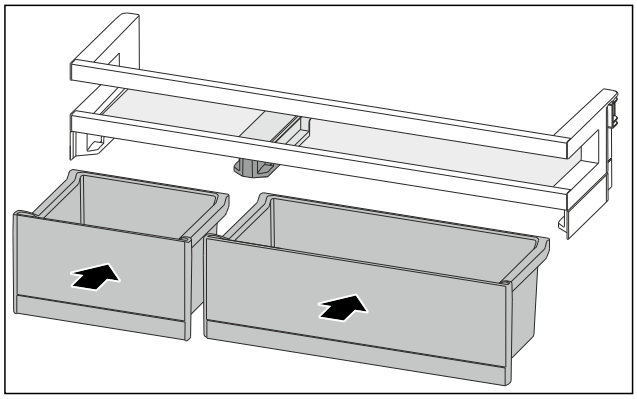

Fig. 191
▶ Introduceți VarioBox-urile dispuse invers. (vezi Fig. 191)